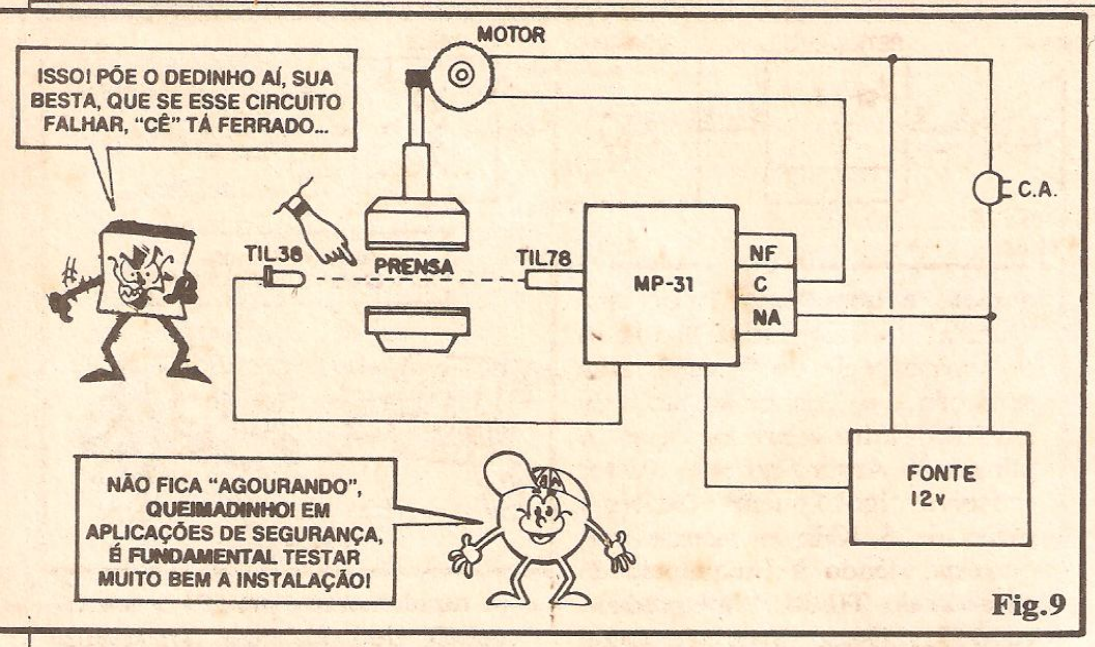

Fig.9
- **FIG. 9** - APLICAÇÕES MAIS SOFISTICADAS DA MP-31 - Não só para "vigiar portas" serve o circuito! É só por a imaginação pra funcionar (parem um pouco de imaginar o que vão fazer nessas férias de meio de ano, seus "vagáus"...) que muita coisa pode surgir! O diagrama dá um exemplo "nobre" de aplicação, com o circuito controlando, através de um arranjo ótico e elétrico muito bem feito (e **testado**...) o motor de acionamento de uma prensa industrial, de modo que - se o operador estiver com as mãos em "zona perigosa" (setor onde a prensa... PRENSA!), o maquinário simplesmente "se recusará" a funcionar! Notem que, se o motor que aciona a dita prensa usar uma Corrente **maior** do que a oferecida pelos contatos do relê original da MP-31, será necessária a intermediação de um **segundo** relê, de alta Potência, que terá a **sua** bobina controlada pelos contatos do relê do circuito, e **seus** contatos (digamos para 100A ou 200A) comendando a energização do dito motor... ATENÇÃO: a estrutura de aplicação mostrada na fig. 9 é uma **sugestão** prática que, se for levada a termo, deverá ser **rigorosamente testada** e **verificada**, com extremo cuidado, antes de ser considerada funcional! NÃO TENTEM fazer isso em casa, usando o **poodle** da mamãe como cobaia e essas coisas...